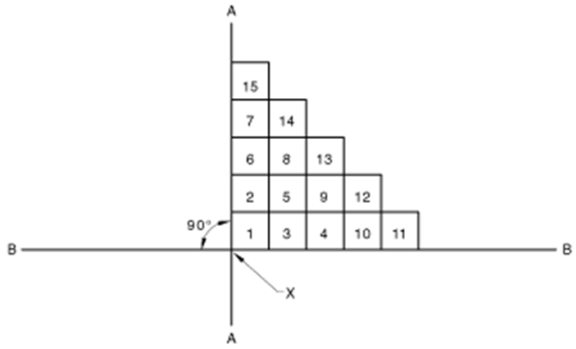

Figure 2 – Conventional installation sequence
1. Lay carpet tiles in the sequence shown in Figure 2 – conventional installation sequence